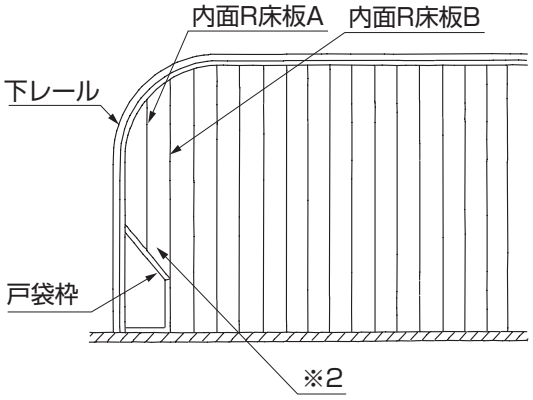

図6-4
- ●戸袋内収納の場合は、図6-4のように戸袋枠にあわせて切断してください。（※2）